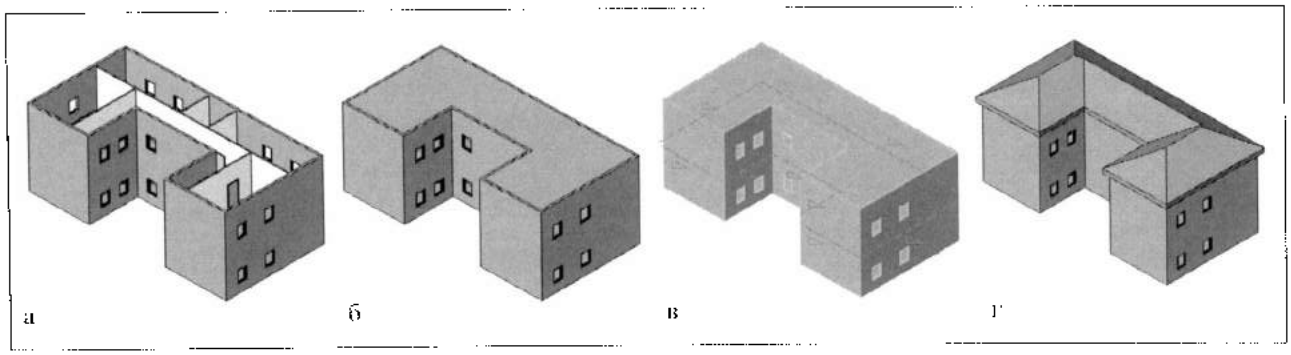

Рис. 1.19. *Завершение построения корпуса здания*
c. Выделить в боксе *Уровень 2* и нажать OK. На второй этаж будут скопированы выбранные элементы (рис. 1.19,а).
e. Завершить построение перекрытия, нажав на ленте кнопку **Finish Floor** (рис. 1.19,б).
d. Используя геометрический метод по умолчанию (по стенам), построить контур крыши указанием внешних кромок наружных стен (рис. 1.19,в).
e. Завершить построение крыши, выбрав на ленте в разделе **Roof** команду **Finish Roof**. По всем сторонам будут сформированы скаты с уклоном 30° (рис. 1.19,г).